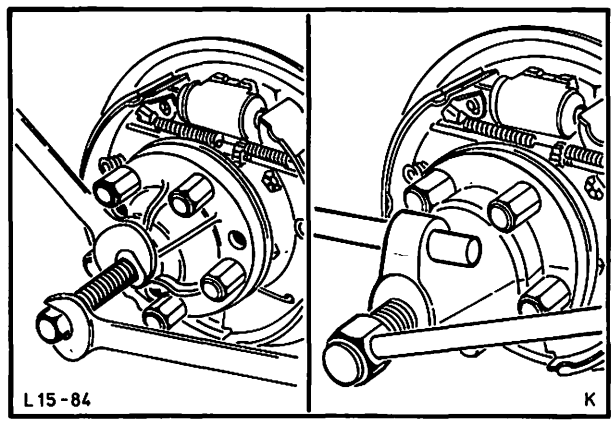

Abb. 132 Flansch – Antriebswellenstumpf mit Spezialwerkzeug 15-038 abziehen
4. Achsmutter abschrauben und Flansch – Antriebswellenstumpf mit Spezialwerkzeug 15-038 abziehen, Abb. 132.